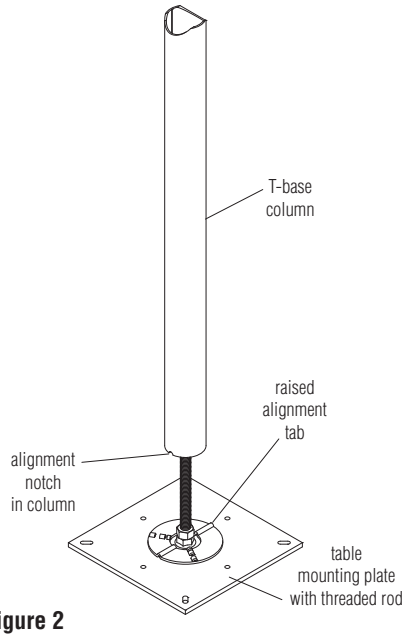

Figure 2
4. Position the T-base column over the threaded rod and center it on the alignment washer on the mounting plate. Rotate the column around until the alignment notches of the column are seated with the raised alignment tabs on the alignment washer (Figure 2 & Detail A).